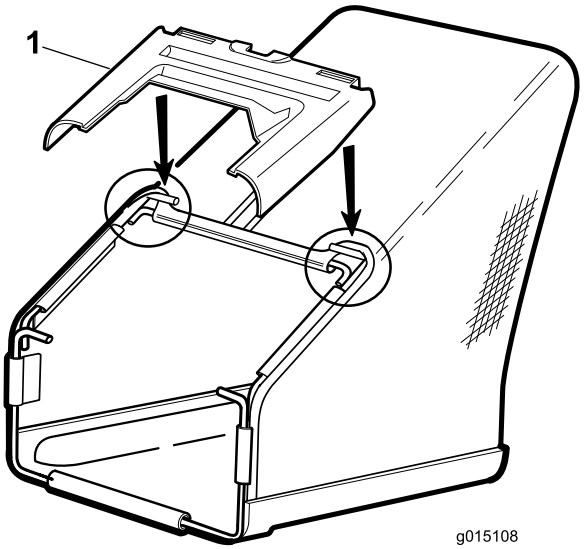

Рисунок 5
3. Установите на проволочный каркас пластиковую крышку, как показано на Рисунок 5.